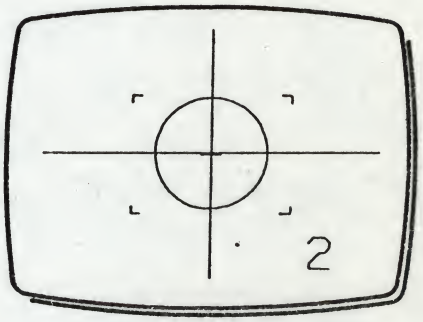

Fig 2
4 Move XY and rotate Z to position the frame cursor over the circle, (2) in Fig 2, enclosing the circle closely.